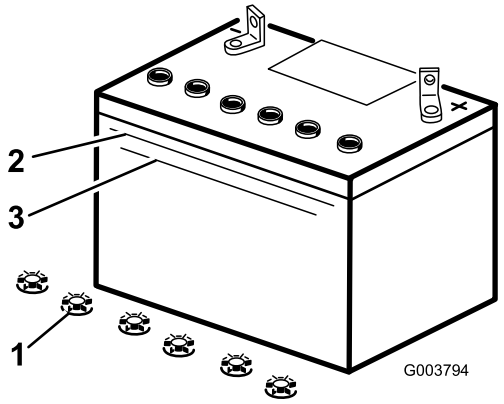

Figuur 37
2. Kijk aan de zijkant van de accu. Het zuurpeil moet tot aan de bovenste streep staan (Figuur 37). Het peil mag niet niet onder de onderste streep komen (Figuur 37).
3. Verwijder de vuldoppen van de accu (Figuur 37).
4. Giet langzaam gedistilleerd water in elke cel van de accu totdat het zuurpeil de Bovenste streep (Figuur 37) op de accubehuizing bereikt.
5. Wacht na het bijvullen van de accucellen vijf tot tien minuten. Vul indien nodig gedestilleerd water bij totdat het zuurpeil de Bovenste streep (Figuur 37) op de accubehuizing bereikt.